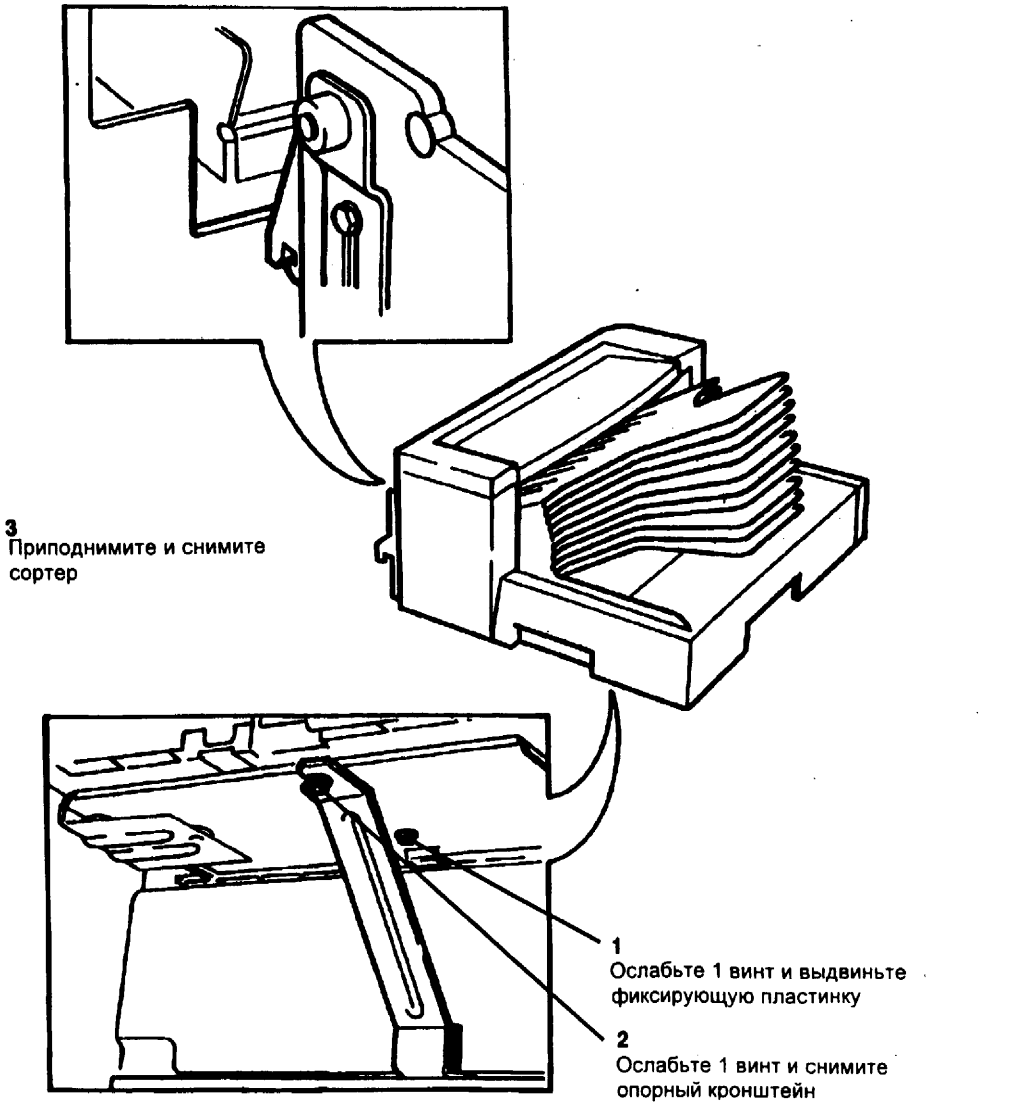

Рис. 4 Снятие сортера
6. (Рис. 4) Снимите сортер.
2. (Обратитесь к Рис.4) Убедитесь, что стопорная пластинка установлена.